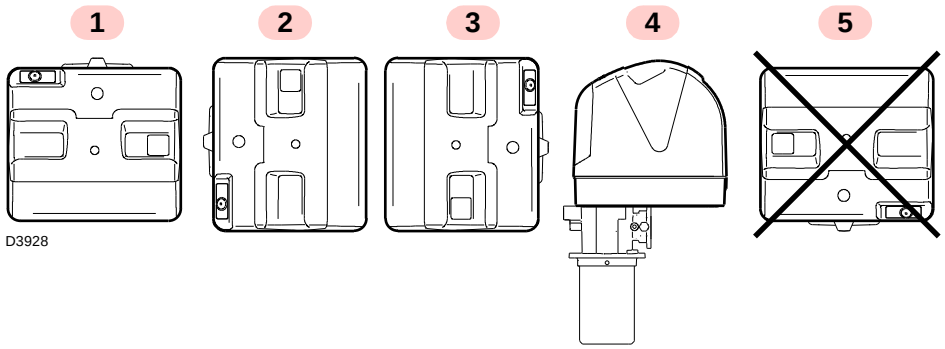

Fig. 8
- Le brûleur est exclusivement prévu pour fonctionner dans les positions **1**, **2**, **3** et **4** (Fig. 8).